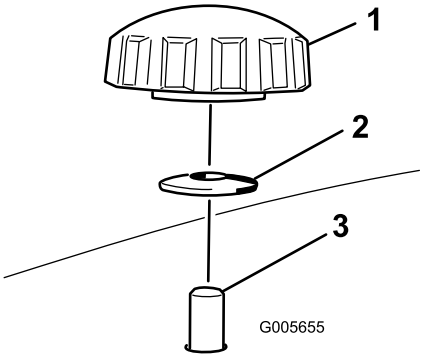
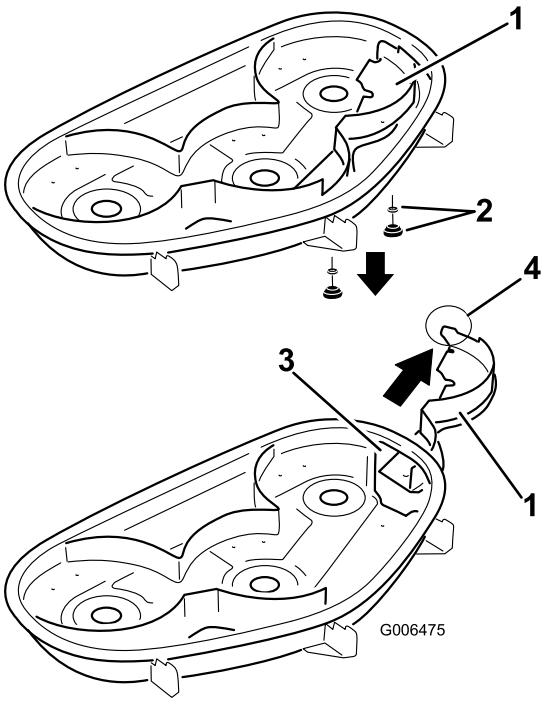

Figur 21
Figur 22
4. Fjern de to knottene og bueskivene som fester høyre skjerm til gressklipperen som vist på Figur 21.
5. Fjern høyre skjerm og senk gressavlederen over utslippsåpningen som vist på Figur 22 og Figur 21.
4. Skyv høyre skjerm gjennom utslippsåpning og fest det med to knotter og bueskiver (hul side inn mot gressklipperen) som vist på Figur 21 og Figur 22.